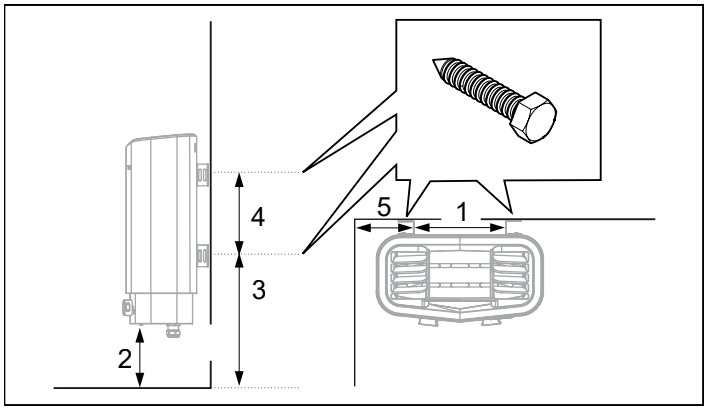

Figure 8 : Dimensionnement
6. Positionnez les vis des supports en fonction du dimensionnement indiqué (voir Figure 8).